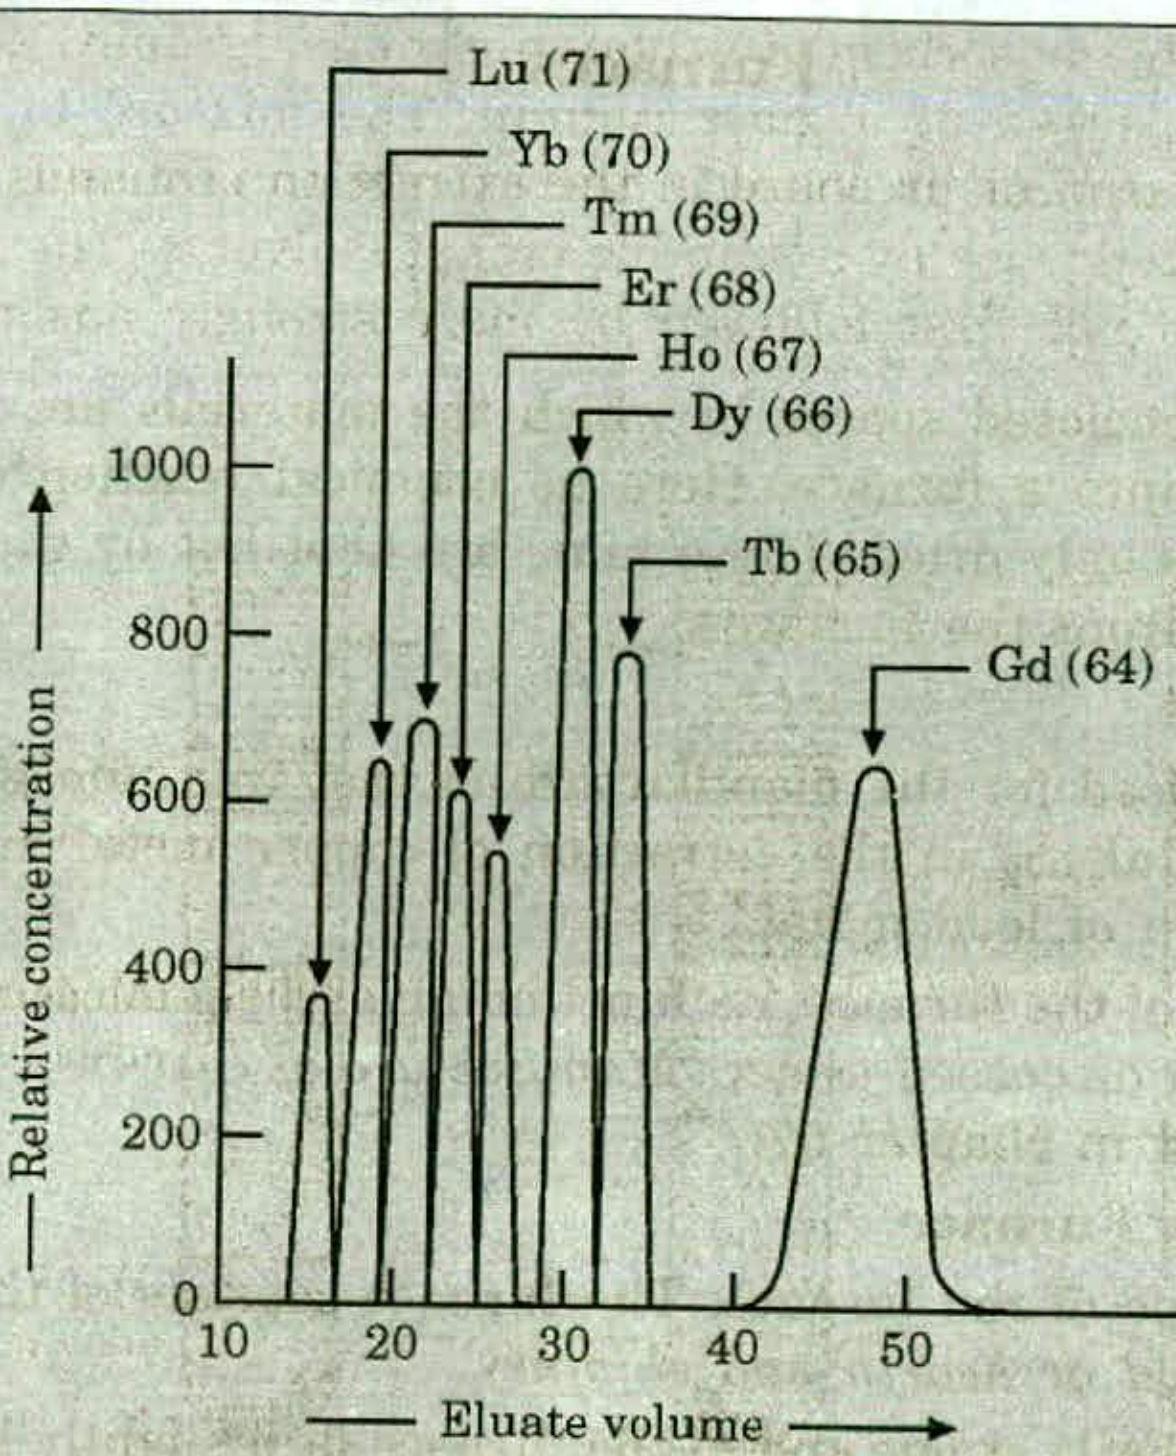

Fig. 14.5. Elution curve of the lanthanides from an ion exchange resin column (separation of lanthanides).
Lanthanides can be resolved by ion-exchange chromatography. Their ionic radii *decrease* with increasing atomic number from lanthanum to lutetium. This gives rise to *increase* in the degree of hydration, and consequent *increase* in the hydrated radii of lanthanide ions with increase in atomic number. Thus, the tendency with which the ions are held at anionic sites of the exchanger *decreases* from lanthanum to lutetium. By eluting with a proper solvent, the heavier members are eluted first followed by the light ones. A typical elution curve depicting the lanthanide separation is given in Fig. 14.5.
We know that the standard free energy change of the formation ($\Delta_f G^\circ$ or ΔG_f°) of metal oxides (solid) is negative. The plots of ($\Delta_f G^\circ$) per mole of O_2 against absolute temperature (T) are called Ellingham diagrams for the formation of metal oxides. These diagrams for the formation of some metal oxides are given in Fig 14.5.